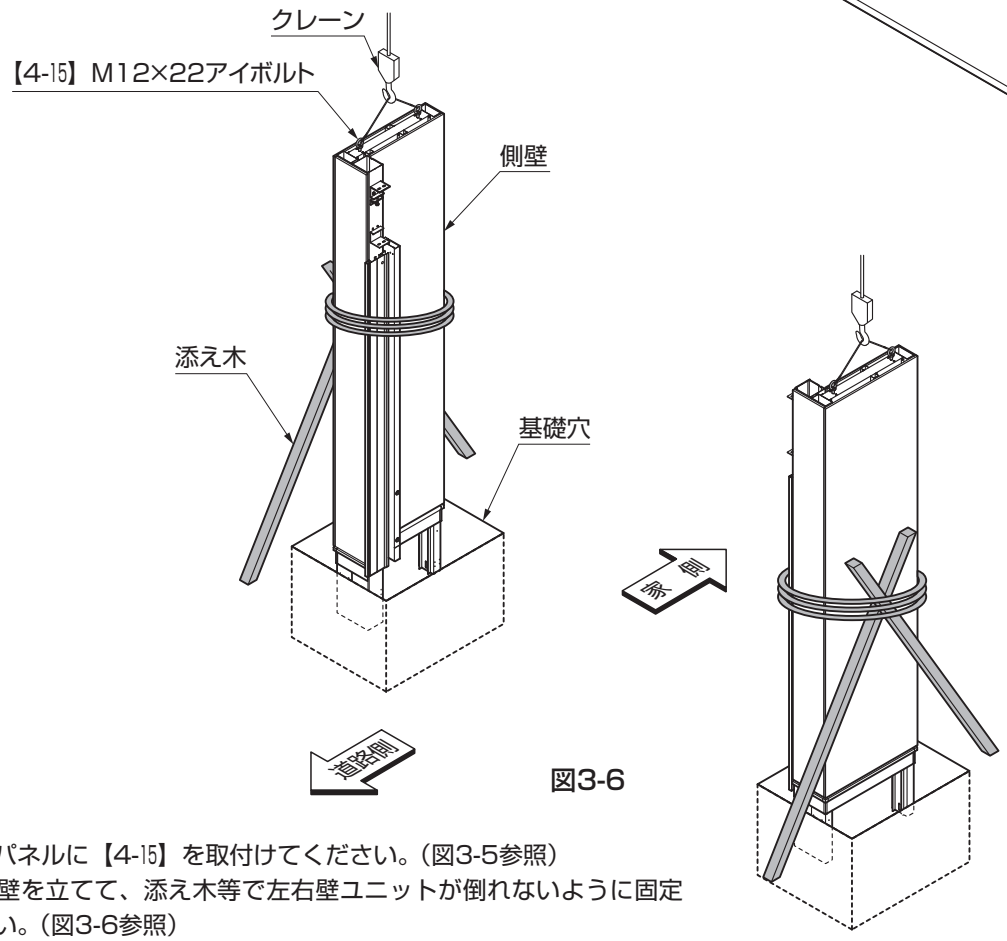

図3-6
②基礎穴に側壁を立てて、添え木等で左右壁ユニットが倒れないように固定してください。（図3-6参照）